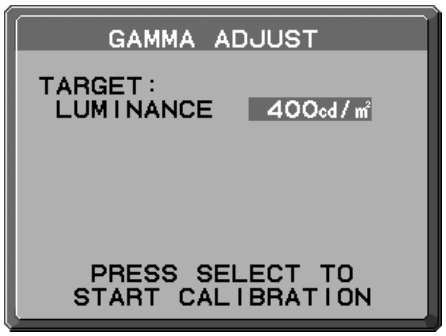

Figure 2
4. Réglez la LUMINOSITE cible (cd/m²) (**Figure 2**). Appuyez sur SELECT pour démarrer le calibrage. Cette opération peut prendre quelques minutes selon le paramètre de l'utilisateur.